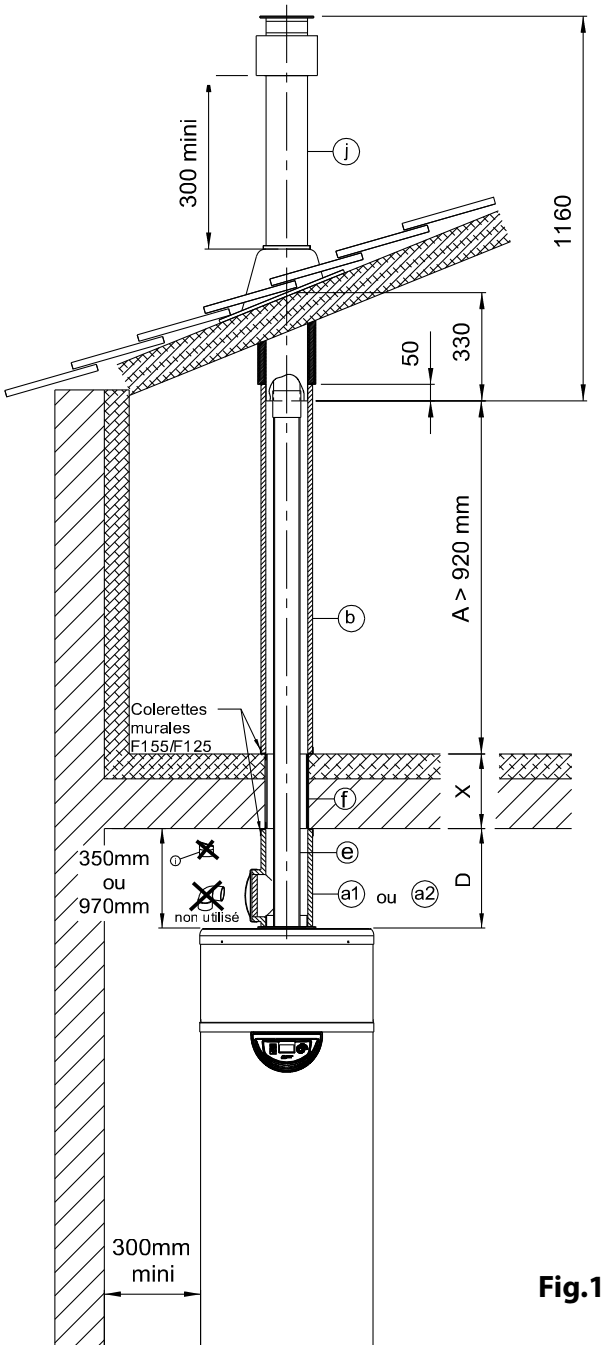
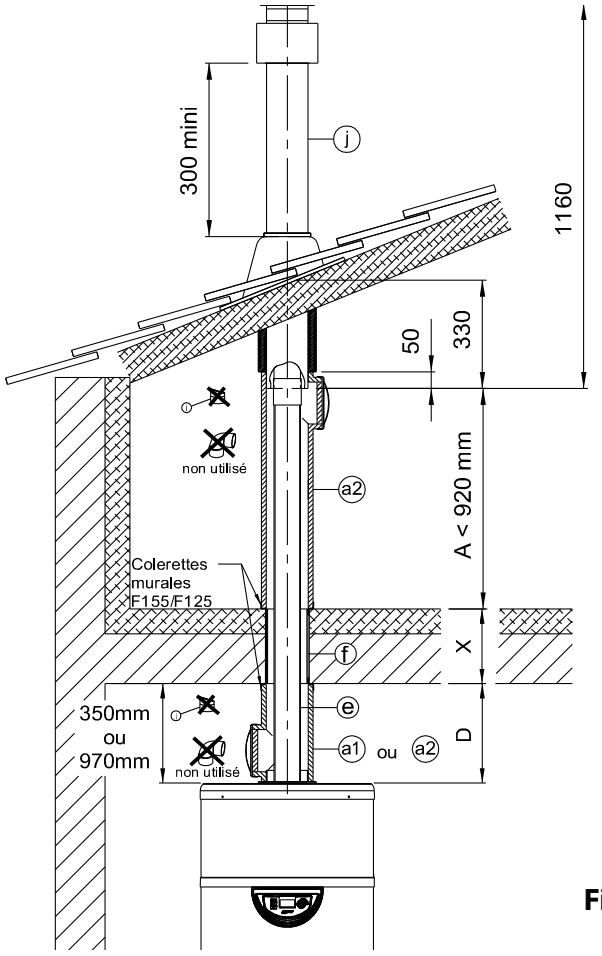

Fig.1
Fig.2
- dans le coude de la ventouse isolée (**rep.a2**) **Fig.2**
- dans l'allonge isolée Ø125mm (**rep.b**) **Fig.1**, puis dans le tuve PVC Ø125, puis dans le coude de la ventouse isolée (**rep.a1** ou **a2**) (éventuellement rallongé [voir ci-dessous en fonction de la cote «D»]).
- **Si la longueur du tube PVC Ø80 ne permet pas de le passer par le dessus**, l'introduire dans le coude de la ventouse isolée (**rep. a1** ou **a2**) (éventuellement rallongé [voir ci-dessous en fonction de la cote «D»]), puis dans le tube PVC Ø125, puis selon le cas dans l'allonge isolée Ø125 (**rep.b**) **Fig.1** ou dans le coude de la ventouse isolée (**rep.a2**) **Fig.2**.
- Emboîter le tube PVC Ø80 sur le manchon PVC F/F Ø80 (selon le cas, par le tampon de la ventouse isolée (**rep.a2**) **Fig.2**. Faire coulisser le coude de la ventouse isolée (**rep.a2**) **Fig.2** ou de l'allonge isolée Ø125 (**rep.b**) **Fig.1** de 50mm sur le terminal vertical Ø80/125 en l'écrasant légèrement et verticalement.
- Selon le cas, emboiter la ventouse isolée (**rep.a2**) **Fig.2** ou l'allonge isolée Ø125 (**rep.b**) **Fig.1** dans la collerette murale F155/F125 supérieure.